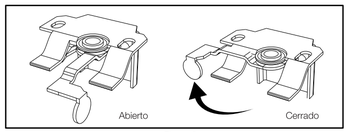

Figura 3
(3). Gira la palanca con alas hacia la izquierda para asegurar los soportes y fija el riel principal en su lugar. (Ver la Figura 3)